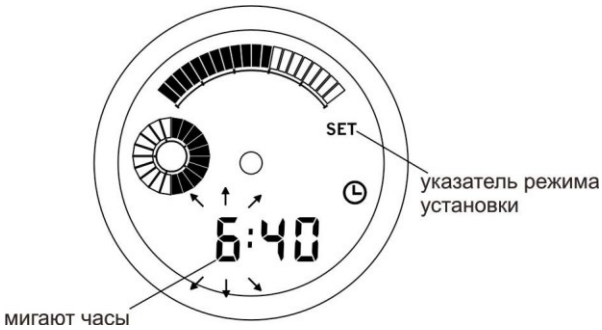

Рисунок 3.8
3.2.8.2 Для установки времени включения звукового сигнала будильника, текущего времени необходимо включить индикацию времени согласно 3.2.2. Далее длительным нажатием кнопки 2 (УСТАНОВКА) включается *установка времени включения звукового сигнала будильника.* При этом мигают цифры часов установки сигнала будильника и индицируется указатель режима установок – **SET** (рисунок 3.8).